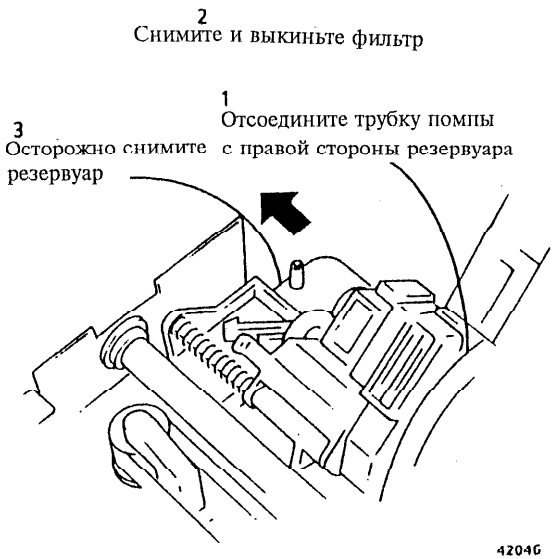

Рис. 1 Снятие резервуара
2. (Рис. 1): Снимите резервуар.